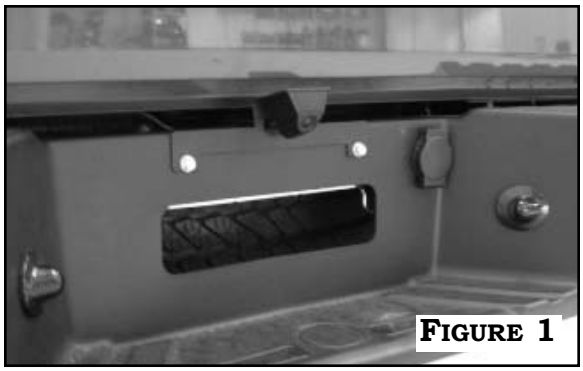
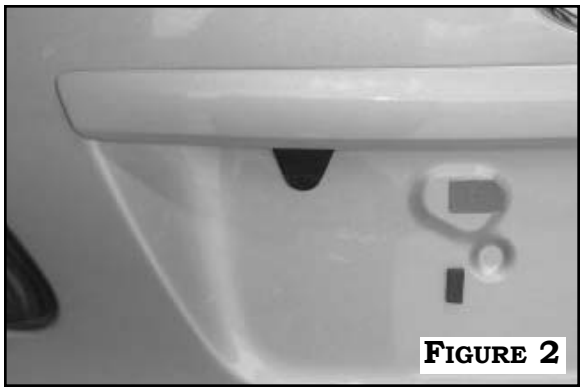

Figure 1
Figure 2
4. The **camera assembly** is fitted with a **shroud** which allows mounting to the **license plate bracket (See Figure 1)**, under the lip of the rear gate or where a horizontal surface is appropriate **(See Figure 2)**. You must clean the area thoroughly with the provided alcohol pad, let dry, then apply direct pressure for **30 seconds** to ensure proper adhesion.
7. See **Figure 1** for orientation of the license plate bracket.